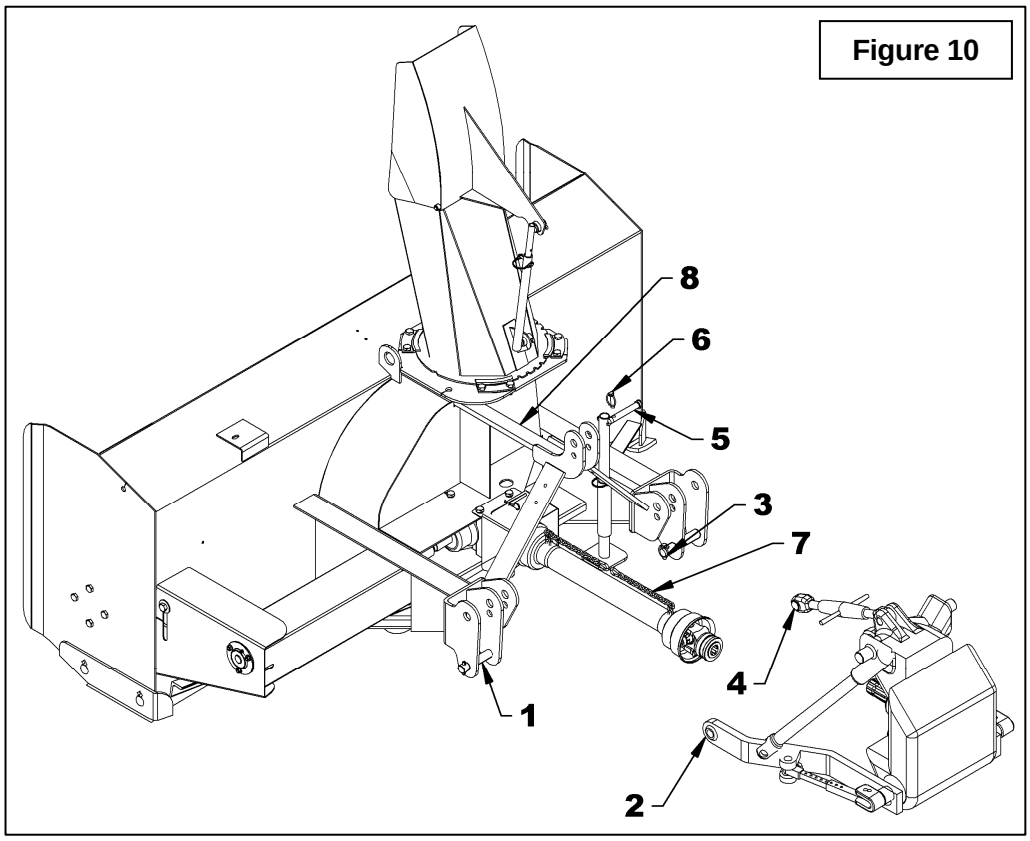

Figure 10
3. **Figure 10:** Détacher le bras supérieur (item 4) en retirant la goupille à anneau et la goupille (items 5-6).
4. **Figure 10:** Détacher l'arbre à cardan du tracteur et attacher la chaîne de sûreté (item 7) autour de l'attache supérieure (item 8).
5. **Figure 10:** Détacher les bras inférieurs (items 2) des goupilles d'attache (item 1) en retirant les goupilles à anneau (items 3), desserrer les bras anti-oscillement et reculer le tracteur lentement.